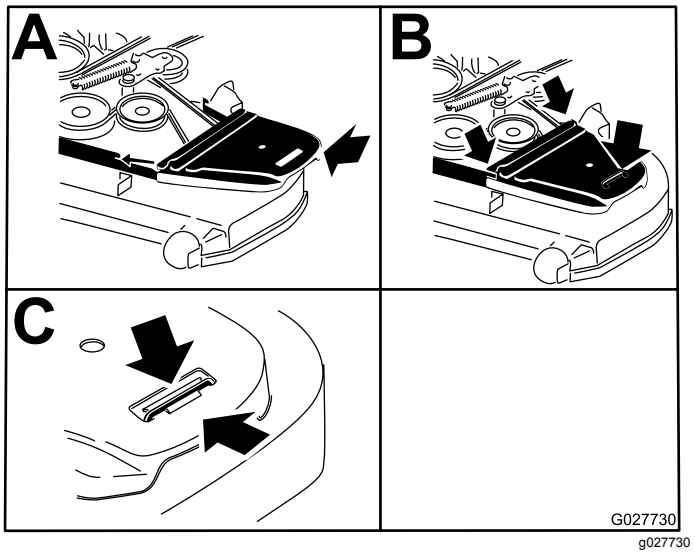

Figur 85
14. Sätt tillbaka remkåporna (Figur 85).